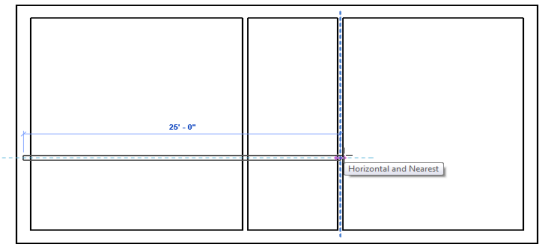

Figure 3-61 *Sketching the third interior wall segment*
4. Press SHIFT and move the cursor horizontally toward the right until it reaches the first vertical interior wall. When the **Horizontal and Nearest** object snap symbol appears, click to specify the location of the endpoint of the third interior wall, as shown in Figure 3-61, the wall segment is created.